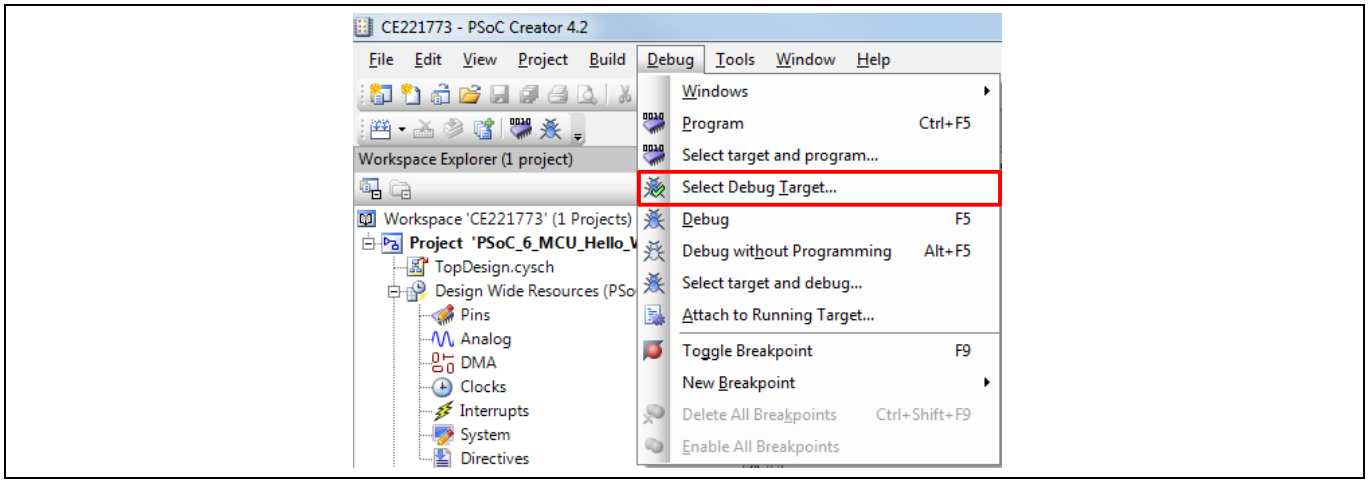

Figure 27　选择调试目标
a) 在 PSoC™ Creator 中，选择 Debug > Select Debug Target，如 **Figure 27** 所示。